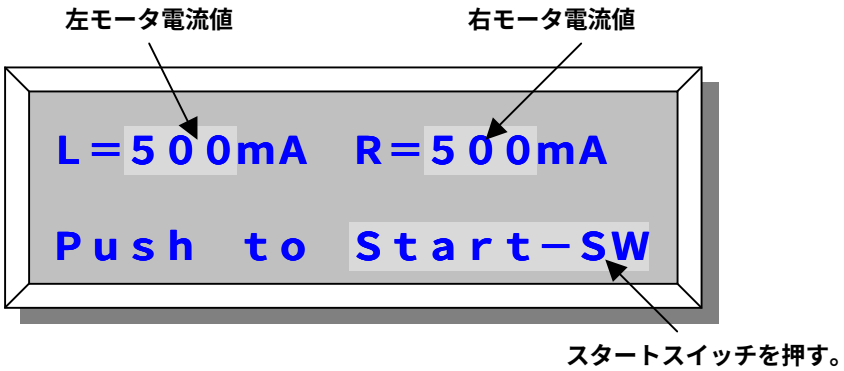

図１２　モータ電流の調整表示
② 数秒後に図１２で示されるモータ電流調整の為の表示に切り替わります。励磁遮断スイッチが共に“ＯＦＦ”にすると「Ｌ＝０００mA　Ｒ＝０００mA」が表示されます。左側の励磁遮断スイッチを“ＯＮ”にしてから左モータ用の励磁電流調整ボリュームを廻して、図１２のように約Ｌ＝５００mAとなるように調整します。電流値は±４０mA程度常に変動しています。故障ではありません。次に右側の励磁遮断スイッチを“ＯＮ”にしてから右モータ用の励磁電流調整ボリュームを廻して、図１２のように約Ｒ＝５００mAとなるように調整します。電流値は同様に±４０mA程度常に変動しています。故障ではありません。調整が終了後、スタートスイッチを押して下さい。この場合、画面が切り替わる迄しばらく押し続けて下さい。